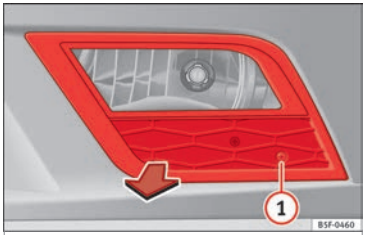

Fig. 189 Front fog light.
– Remove the bolt ››› **Fig. 189** (1) from the fog light grille with a screwdriver.